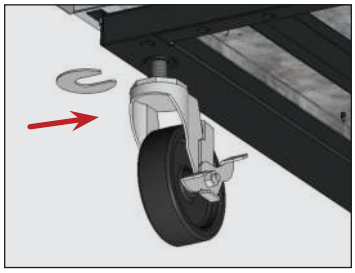

***Fig. 9.*** Insert the castor shim(s). be sure to tighten the castor stem.
5. On the low end of the appliance, loosen the castor bolt enough to slide provided castor shims between the castor bearing and the bottom rail of the appliance. See fig. 9.
6. Install the desired number of shims. See fig. 9.